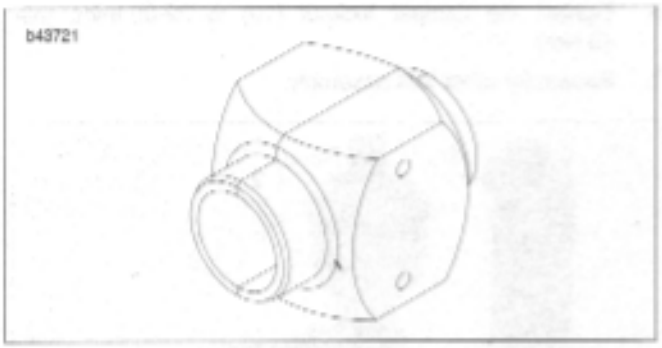

Figure 2-64. Fork Seal Driver
7. See Figure 2-67. Drive the guide bushing (22) with the seal spacer (23) and oil seal (24) into position in the outer tube using a FORK SEAL DRIVER (Part No. B-43721). See Figure 2-64.
8. Install the oil seal stopper ring (25) and a **new** dust seal